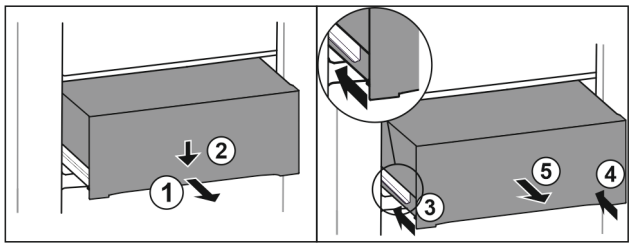

Fig. 146
▶ Predal izvlecite do polovice. *Fig. 146 (1)*
▶ Predal na sprednji strani potisnite navzdol. *Fig. 146 (2)*
▶ Levo vodilo potisnite približno 2 cm noter. *Fig. 146 (3)*
▶ Desno vodilo potisnite približno 2 cm noter. *Fig. 146 (4)*
▶ Predal vzemite ven v smeri naprej. *Fig. 146 (5)*